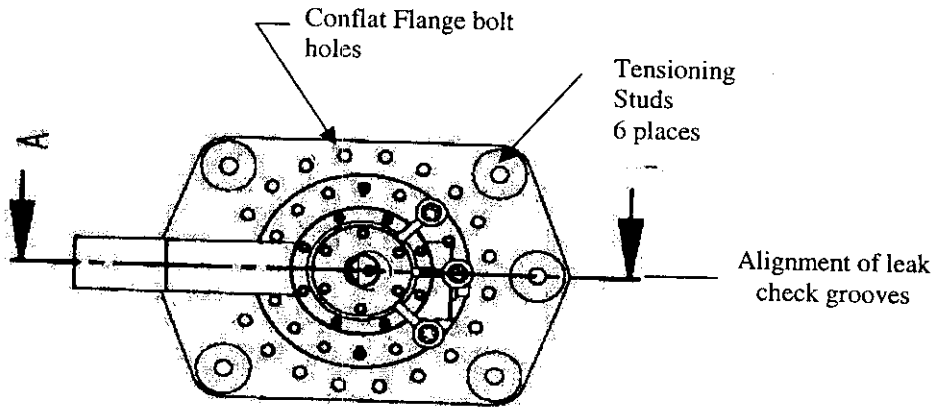

Figure 1.15 The 20-hole Conflat bolt pattern is bisected by center tensioning studs.
1.15 Align the top plate rotatable Conflat flange to the orientation shown on Figure 1.15, where the leak check grooves on the flange align with the middle tensioning studs.